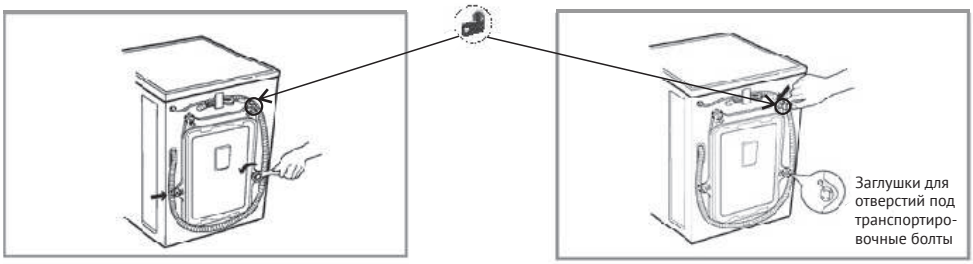

Рис. 2 Рис. 4
2. С помощью прилагаемого ключа ослабьте 4 болта (Рис. 2).